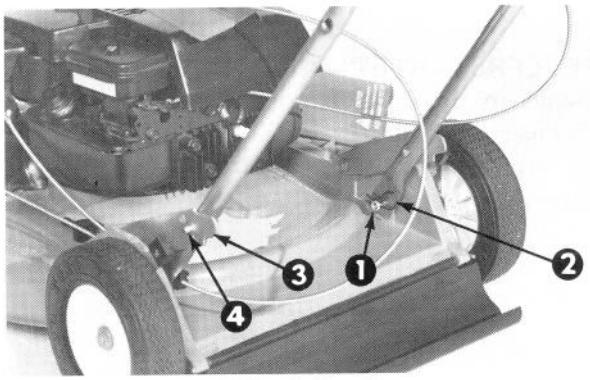

Afbeelding 1
1. Schuif de einden van de benedenhandle samen en bevestig op de tapnagels (Afb. 1).
2. Breng de handle en de handleklinken naar achteren totdat de handlenagels in het middengat van de klink schieten (Afb. 1). Houd de handle op de tapnagels met twee "haarpen" spiën.